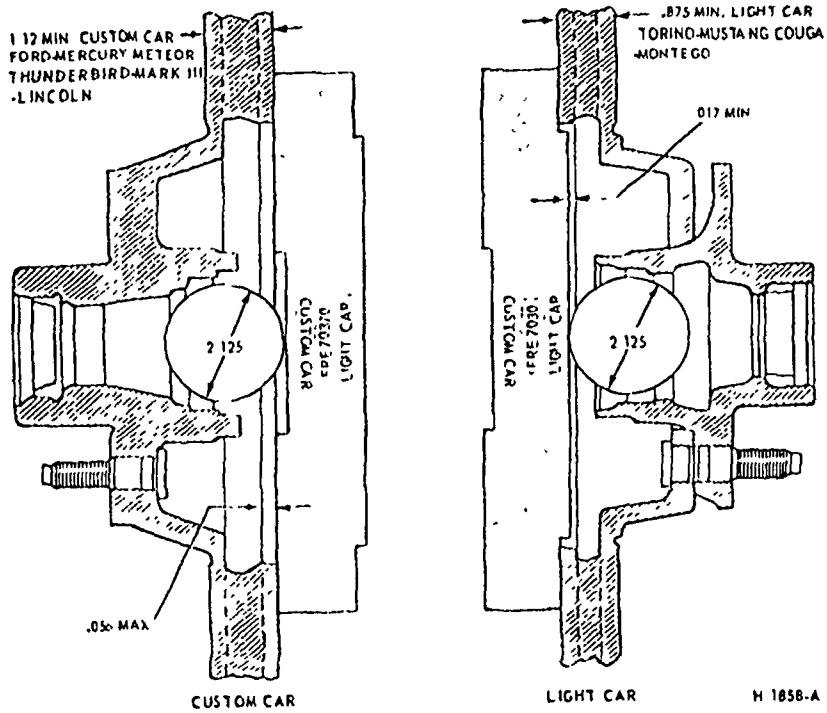

FIG. 16 Disc Brake Rotor Gauge Bar
The finished braking surfaces of the rotor must be flat and parallel within 0 0007 inch, lateral runout must not exceed 0.003 inch on Custom Vehicles and 0 002 inch on Light Vehicles total indicator reading, and the surface finish of the braking surfaces are to be 80/15 micro inches The minimum limiting dimensions (Fig 16) from the inboard bearing cup to the outboard rotor face and from the inboard bearing cup to the inboard rotor face must be observed when removing material from the rotor braking surfaces On all models the limiting dimensions are to be measured with the ball and gage bar FRF-70370 (Rotunda KIT FRE-70170)
Refer to Fig. 16.
Gauging of the rotor is accomplished on the bench prior to mounting in a rotor lathe A controlled dimension notch machined in one edge of the gauge bar identified custom car (Ford, Mercury, Meteor and Thunderbird, Continental Mark III and Lincoln Continental). The opposite raised center of the gauge bar is identified light car (Maverick, Torino, Mustang and Cougar) Refer to Fig 16
3. Position the gauge bar across the rotor inner braking surface and over the gauge ball (Fig 16) Measure the distance between the gauge bar and ball This clearance is equal to the maximum allowable stock removal If the gauge bar touches the ball, no additional stock removal is allowed If the gauge bar is below the top of the ball, the rotor must be replaced